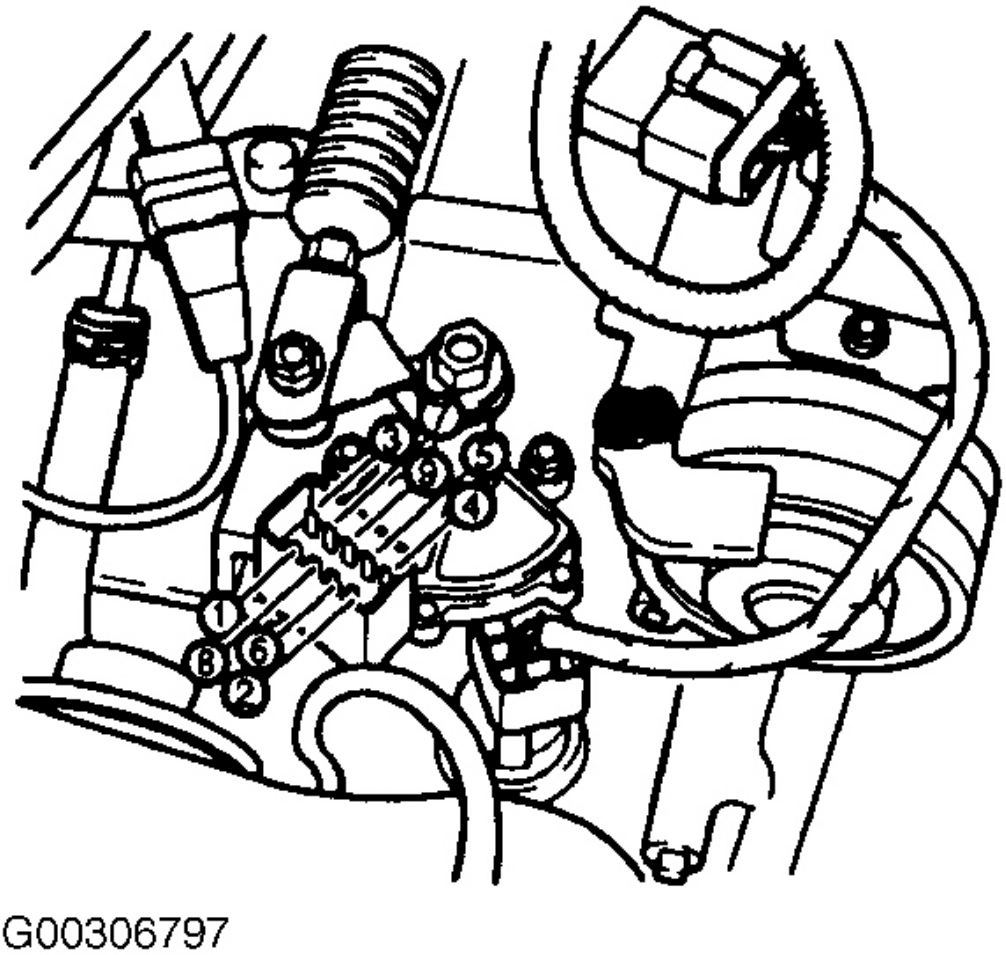

Fig. 4: Interruptor Locating Transaxle Rango
2. Conector del interruptor de rango transeje Desconectar. Ver **Fig. 4** .